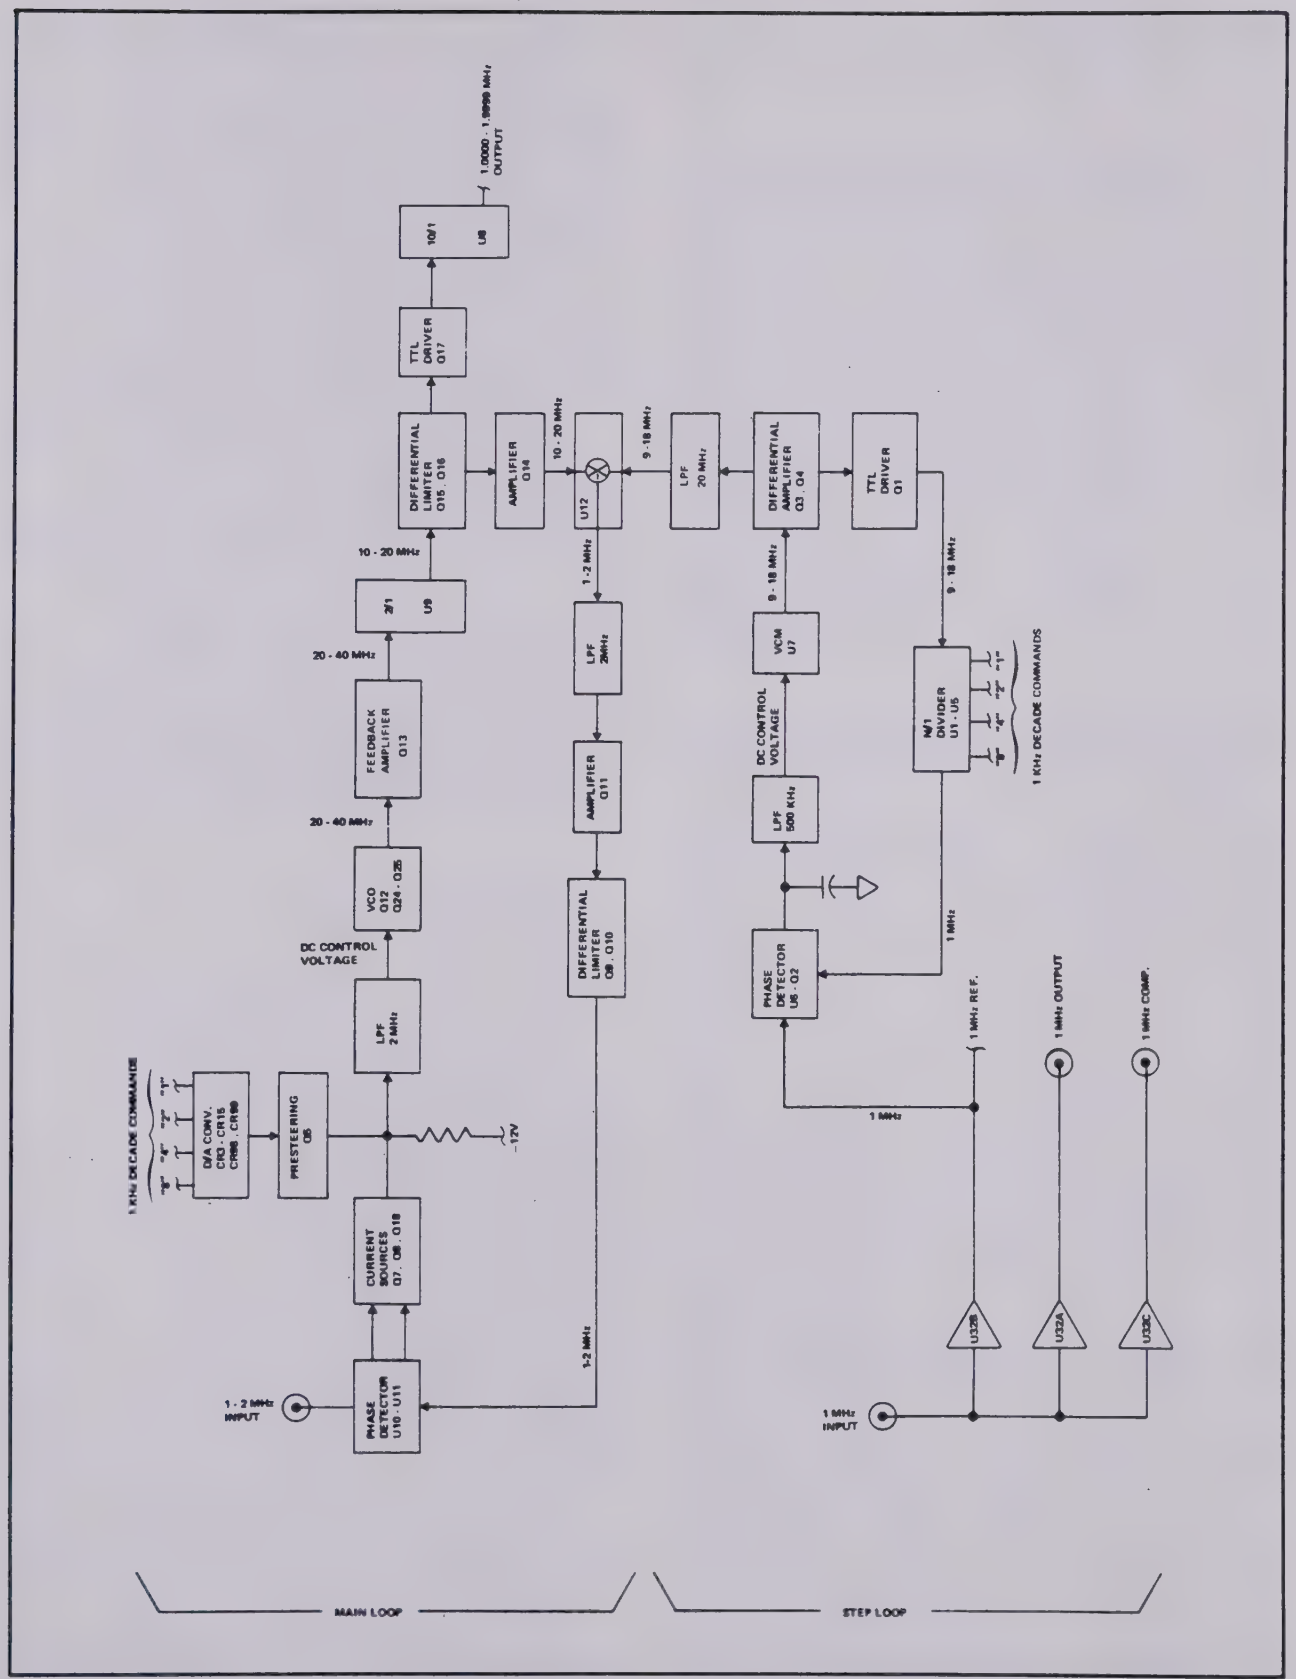

Figure 3-9. 1 kHz D. U. BLOCK DIAGRAM
3-65. The 1-100 kHz Digit Unit (Drawing No. 6160A-1002 Sht. 1 through 3) produces the 1 kHz through 100 kHz digit information. It receives either the 1.000 to 1.999 MHz output of the optional Resolution Extender or a fixed 1 MHz signal, BCD 1 kHz through 100 kHz decade commands, and a 1 MHz reference. The resulting output is a 10.00 to 19.99 MHz signal proportional to the 1 kHz through 100 kHz decade commands. If the optional Resolution Extender signal is applied, additional 1 Hz through 100 Hz digit information is included such that the output is from 10.00000 to 19.99999 MHz. Block diagrams of the 1 kHz through 100 kHz digit sections are shown in Figures 3-9, 3-10, 3-11, and 3-12.
3-67. 1 kHz DIGIT. Construction of the 1 kHz digit information is done using the circuitry shown in Drawing No. 6160A-1002 Sht. 1. A block diagram of the 1 kHz digit is shown in Figure 3-9. The circuitry consists of a main loop and a step loop. The step loop produces a 9 to 18 MHz signal in 1 MHz increments that is directly proportional to a BCD 1 kHz decade command. The main loop combines the step loop signal and the previous decade signal. The resulting output of the 1 kHz digit is a 1.0 to 1.9 MHz signal proportional to the 1 kHz decade command, plus any previous digit information of 1.0 (000) to 1.9 (999) MHz.